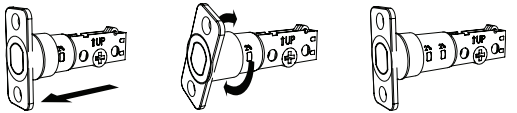

Figure 1a Figure 1b Figure 1c
a. Hold latch with numbers facing forward and thumb pressing on the bolt (Figure 1a).